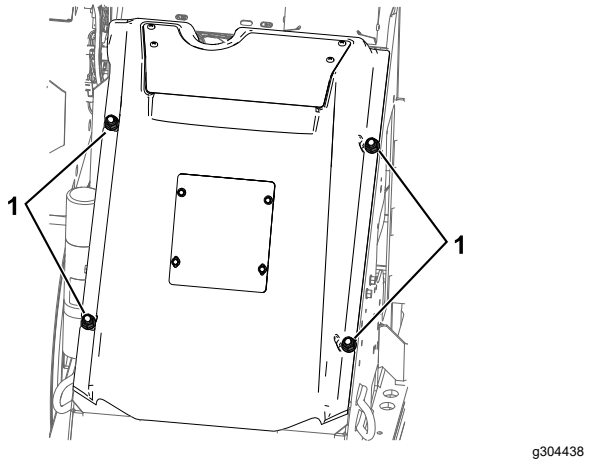

Figura 27
4. Slăbii cele 4 piulie care fixează capota (Figura 27).